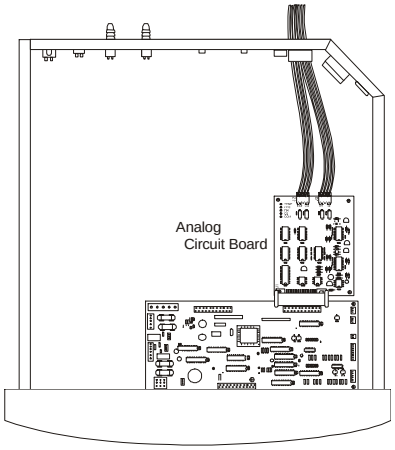

Figure 6-6
4. Each system monitored (Temp, CO_2, O_2, RH) requires two conductors. Feed the wire through the analog wiring inlet on the back of the drawer. See Figure 6-6.